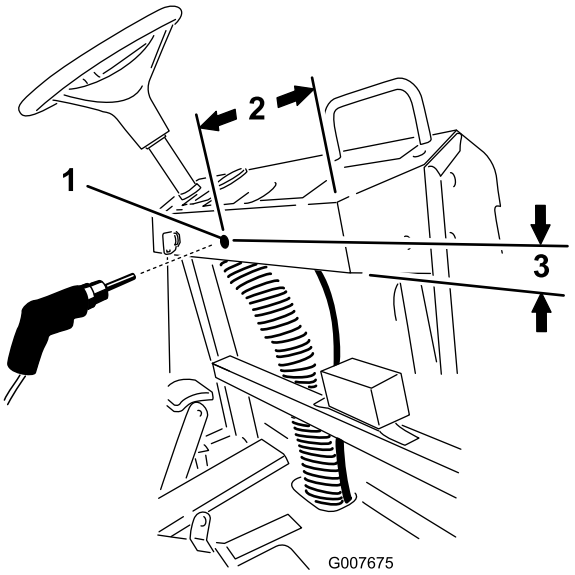

Figur 18
A. Gör en markering 25,4 cm in från höger sida av instrumentbrädan och sedan en 3,8 cm från nederkanten av instrumentbrädan (Figur 18).